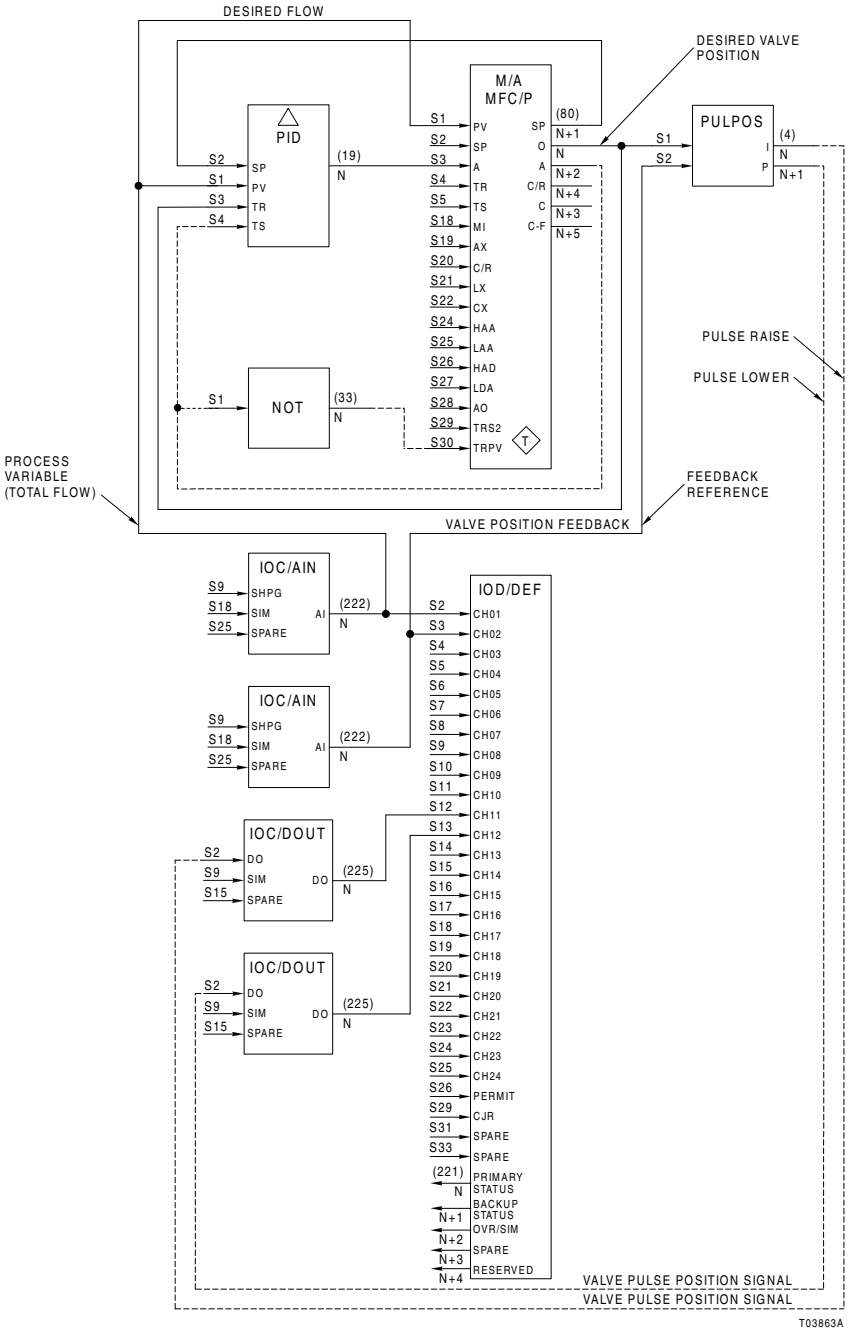

Figure 4-1 CIO-100 Configuration
3. For BRC-100 and HAC controllers with firmware earlier than D0, a maximum of two pulse positioner function blocks can be configured in each Harmony I/O block (i.e., DIO-400, CIO-100)Figure 4-1 demonstrates how the pulse positioner function code can control a pulse type valve positioner utilizing a Harmony CIO-100 block. The following conditions must be met for this configu-